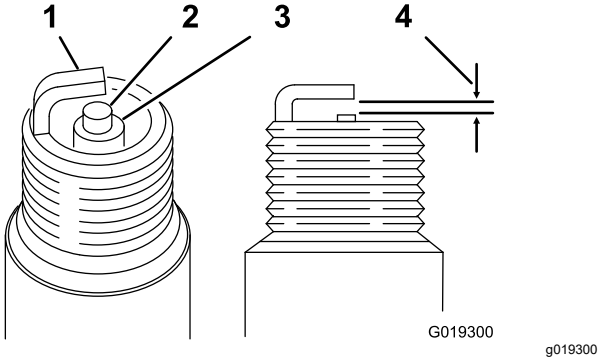

**Figur 32**
**Luftgap:** 0,70 till 0,80 mm. Se Figur 32.
4. Ställ in luftgapet på 0,70–0,80 mm (enligt Figur 32).